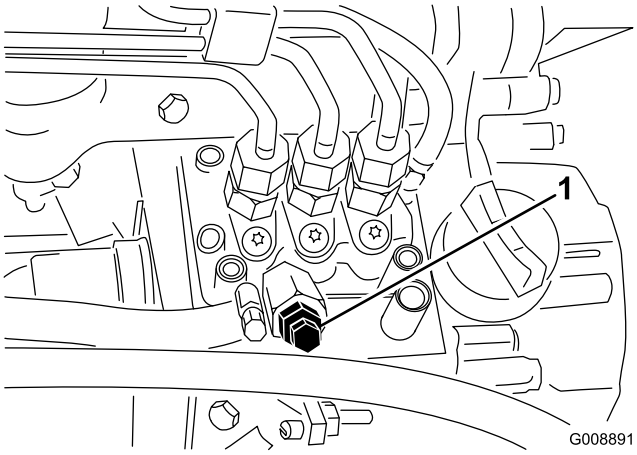

Figur 25
3. Öppna avluftarskruven på insprutningspumpen (Figur 25).